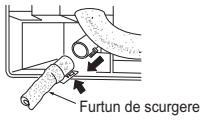

Fig. 2
3) Scoateţi capacul de scurgere din partea stângă din spate a unităţii interioare. (Fig. 2)